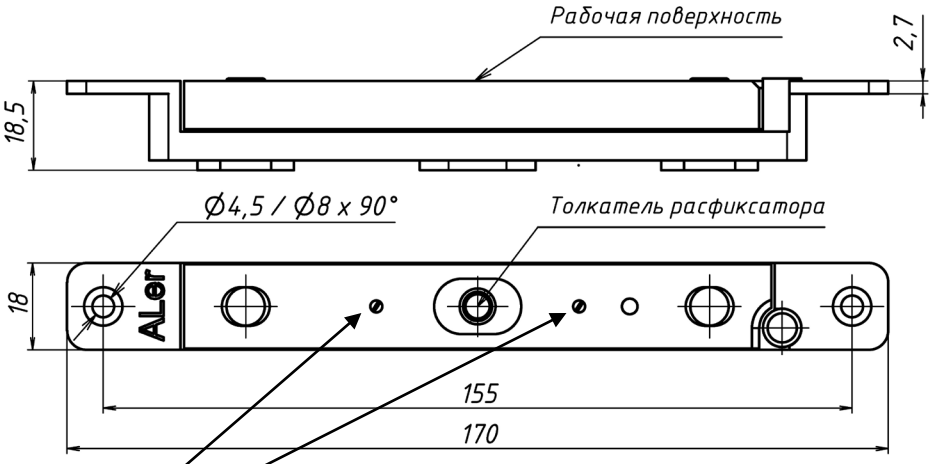

Рисунок 5 - Якорная часть замка AL-250SM
11.2 Рекомендуется периодически (не реже одного раза в шесть месяцев) проводить проверку надежности срабатывания замка и регулировку величины зазоров, а также проверять разблокировку замка при срабатывании расфиксатора, расположенного в гнезде пластины якоря (рисунок 5). При нажатии на толкатель расфиксатора он должен утапливаться в тело якоря и свободно возвращаться в исходное состояние.